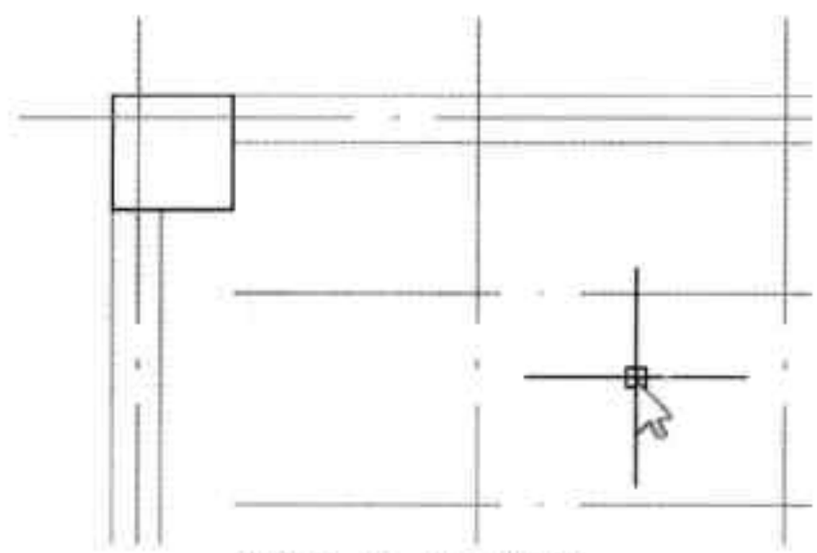

图16-46 对齐墙边
Step 06 完成该墙柱与墙体边的对齐操作。按照同样的操作，将该墙柱的另一侧与墙体边对齐，如图 16-46 所示。